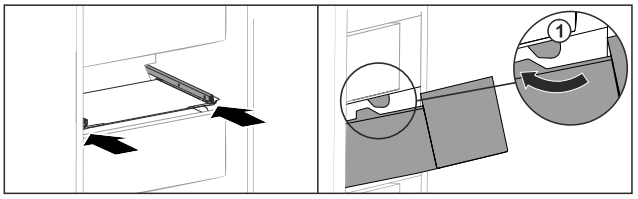

Fig. 235
▶ Guide drawer around the stoppers *Fig. 235 (1)*.